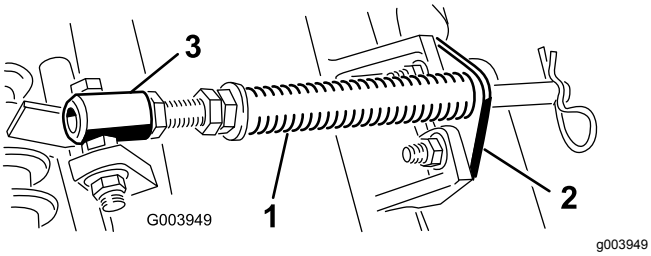

Figur 5
A. Fjern de to bræddebolte og møtrikker, der fastgør stangbeslaget på klippeenhedens tapper (Figur 5).
B. Fjern den flangemøtrik, som fastgør fjederrørets bolt på bærerammens tap (Figur 5). Fjern enheden.